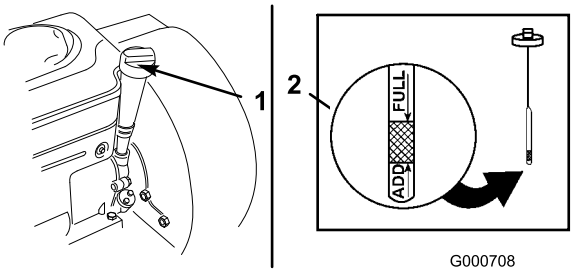

Figur 15
3. Gör rent runt oljestickan (Figur 15).
4. Drag ut oljestickan och torka av metalländen (Figur 15).
5. Stick ned oljestickan helt i oljestickans rör och dra åt den (Figur 15).